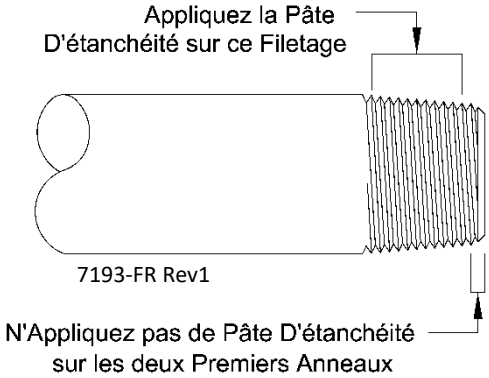

Figure 2 Application d'un scellant de filetage
7. Appliquez du scellant fileter sur le kit de conduite de carburant conformément à la figure 2. Le kit de conduite de carburant comprend la soupape d'arrêt manuel et le mamelon 1/4 NPT (A7 et A8 à l'appendice F, figure 14).
2. Appliquez du scellant de filetage sur les filetages de la conduite de carburant conformément à la figure 2.